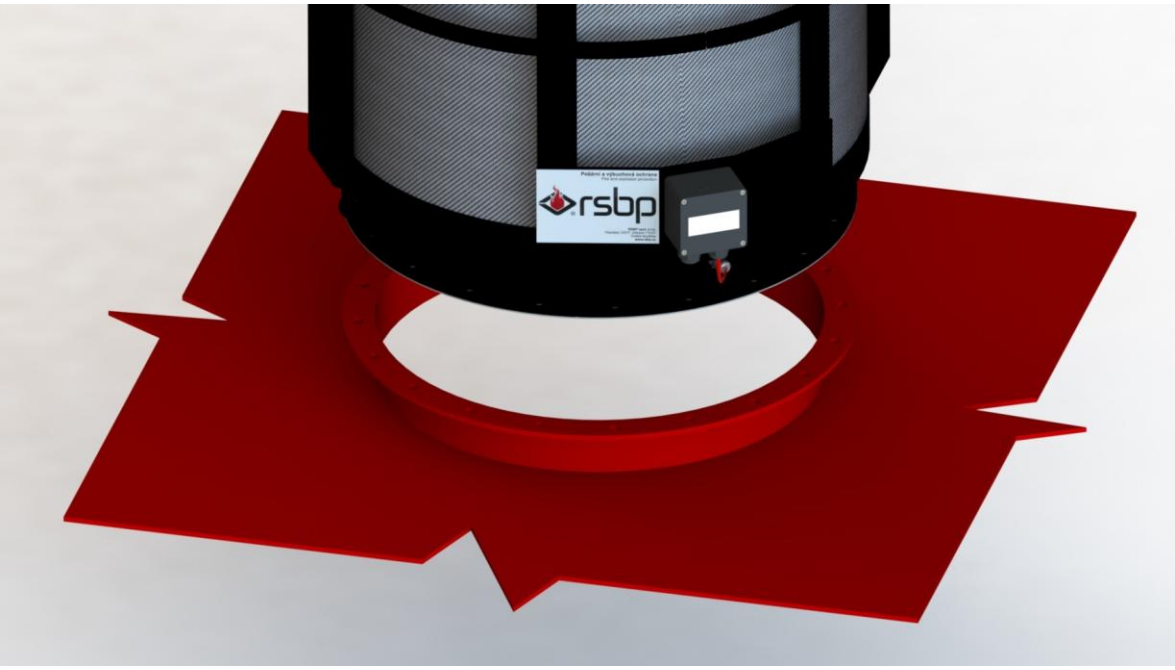

Рис. 7 – Соединительный фланец
2) Соединительный фланец ёмкости и пламягасителя должен размерно соответствовать. Контрфланец на ёмкости должен быть толщиной не менее 6 мм (рис. 7).